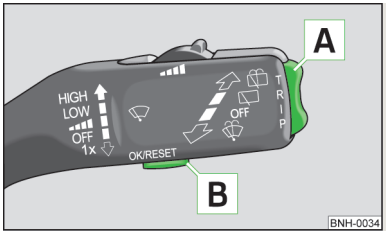

Fig. 6
› Activate the **Main menu** by pressing the rocker switch A » Fig. 6 for longer.
- If warning messages are shown in the information display, you need to confirm these messages with the button B » Fig. 6 » page 15 in order to call up the main menu.